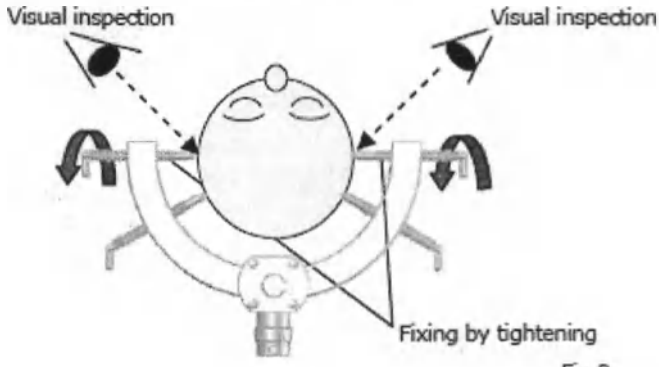

Fig.3
3) В завершение поверните шипы-фиксаторы, которые были затянуты предварительно, на 1/4 - 1/2 оборота для окончательной затяжки (Рисунок 3). Чрезмерное затягивание штифтов может привести к образованию трещин,